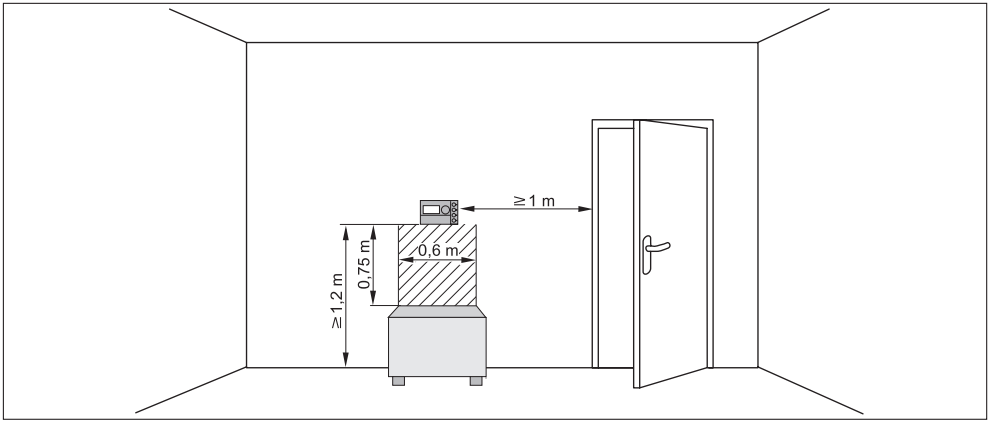

Bild 1 Mindestabstände für die Montage im Referenzraum
- Montageposition an einer Innenwand (Bild 1)
- Freiraum (Bild 1, schraffierte Fläche) unter der Bedieneinheit lassen (korrekte Temperaturmessung).